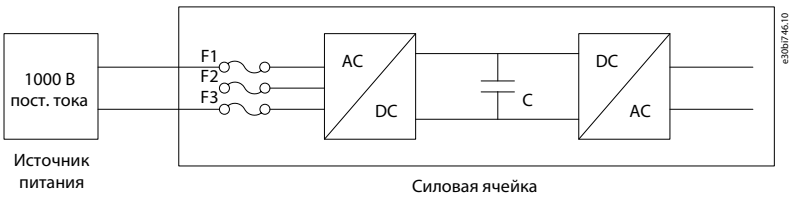

Рисунок 84: Схема электрических соединений при питании постоянным током
2. Подключите провода, как показано на Рисунок 84. Подключите источник постоянного тока к любой из двух входных фаз силовой ячейки.